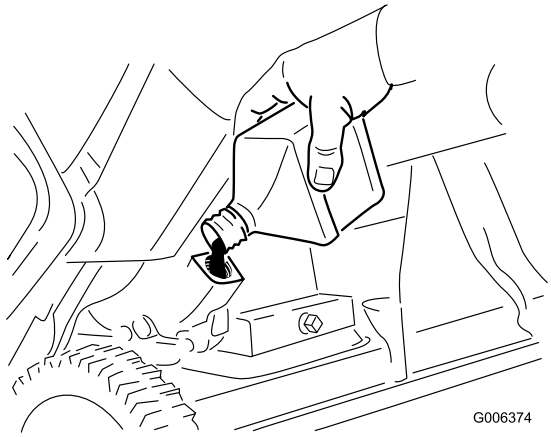

Figur 32
8. Placera maskinen i arbetsläge och häll **försiktigt** olja i oljepåfyllningshålet. Vänta i tre minuter och fyll sedan på olja tills det nästan rinner över (Figur 32).